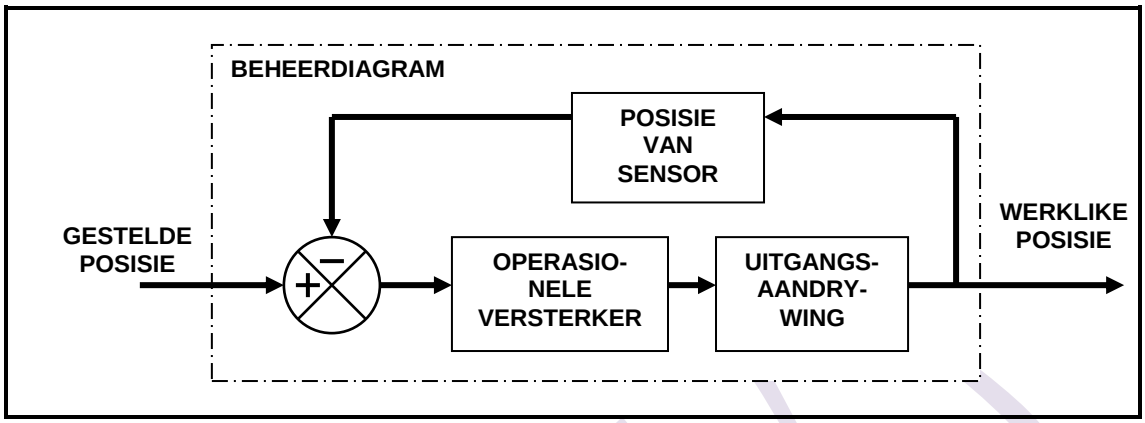

FIGUUR 4
4.2 FIGUUR 4 toon 'n beheerdiagram van 'n eweredigbeheerde hidrouliese stelsel wat in meer spesifieke onderafdelings verdeel is.